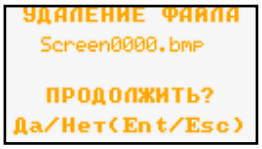

Рисунок 48 – Кадр удаления «снимков экрана»
6.4.10.3 Короткое нажатие клавиши «Enter» при просмотре «снимка экрана» вызывает форму вопроса на удаление файла (рисунок 48).